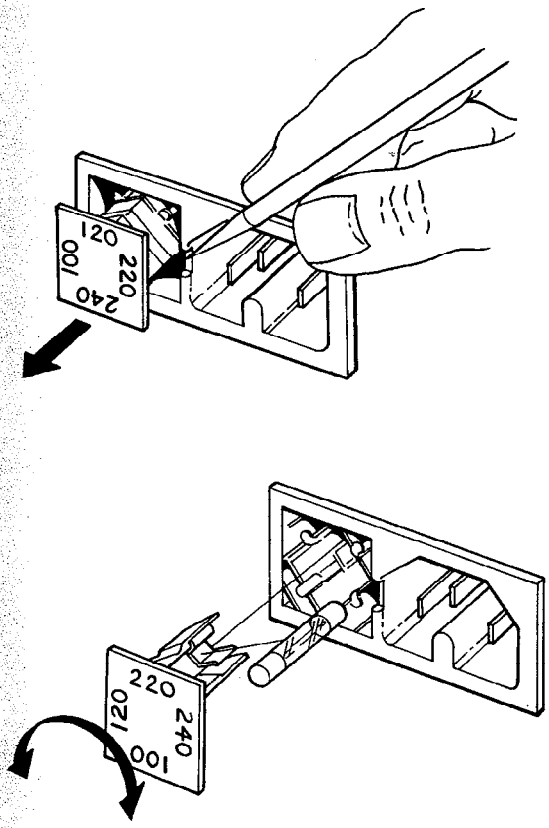

Figure 4-3. Changing Input Line Voltage Adapter
a. Insert a sharp pointed tool into the middle of the connector and pry out the fuse holder, as shown in Figure 4-3. The number placed at the top when the holder is in position shows the voltage taps selected on the main power transformer. This is the line voltage which is to be used for system operation.